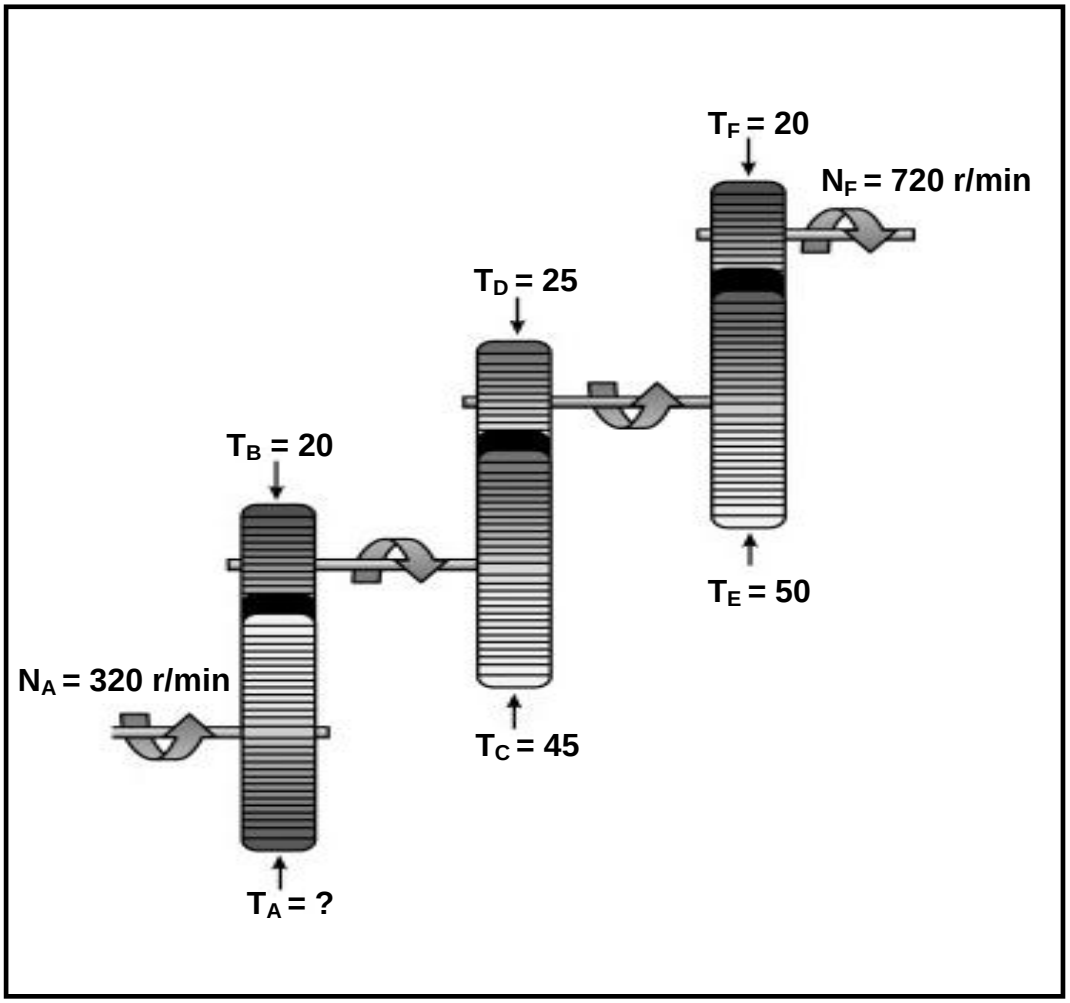

FIGUUR 11.6
11.6 FIGUUR 11.6 toon 'n rataandrywingstelsel. Dryfrat **A** kam in met rat **B** met 20 tande op die tussenas. Op die tussenas is nog 'n dryfrat, **C**, met 45 tande wat met rat **D** met 25 tande op 'n tweede tussenas inkam. Op die tweede tussenas is nog 'n dryfrat, **E**, met 50 tande wat met 'n finale rat **F** inkam. Die rotasiefrekwensie van die insetas is 320 r/min en die rotasiefrekwensie van die uitsetas is 720 r/min. Beantwoord die vrae wat volg.